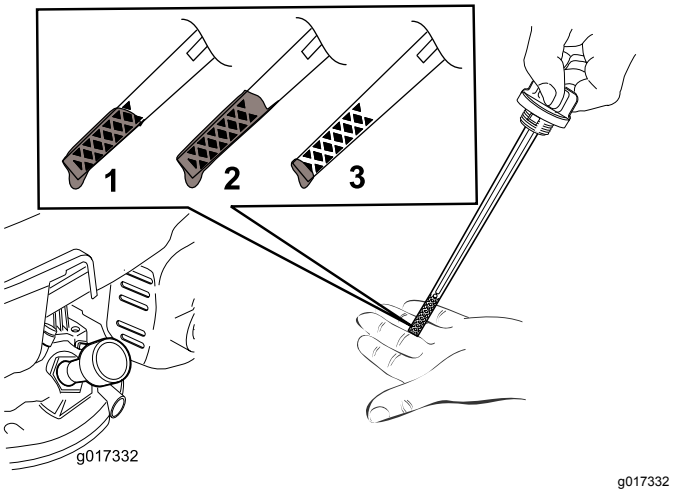

图7
2. 拆下量油尺 (图7)。
注意 向发动机曲轴箱添加机油直到量油尺显示机油油位达到 图7 中所示的正确位置。如果发动机加注机油过多则需要按照 更换机油 (页码 14) 的说明去除多余机油。